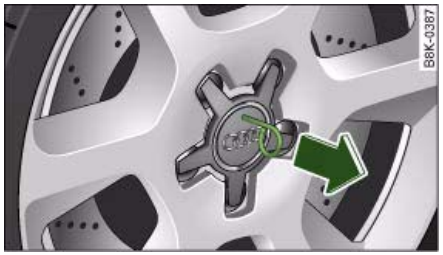

Fig. 271 Changing a wheel: Removing a hub cap
– Pull off the **hub cap** ⇒ fig. 271. ■
– Pull off the **hub cap** ⇒ *page 289,* fig. 271.
– Insert the adapter (2) completely into the wheel bolt (1).
– Fit the box spanner as far as it will go over the adapter (2).